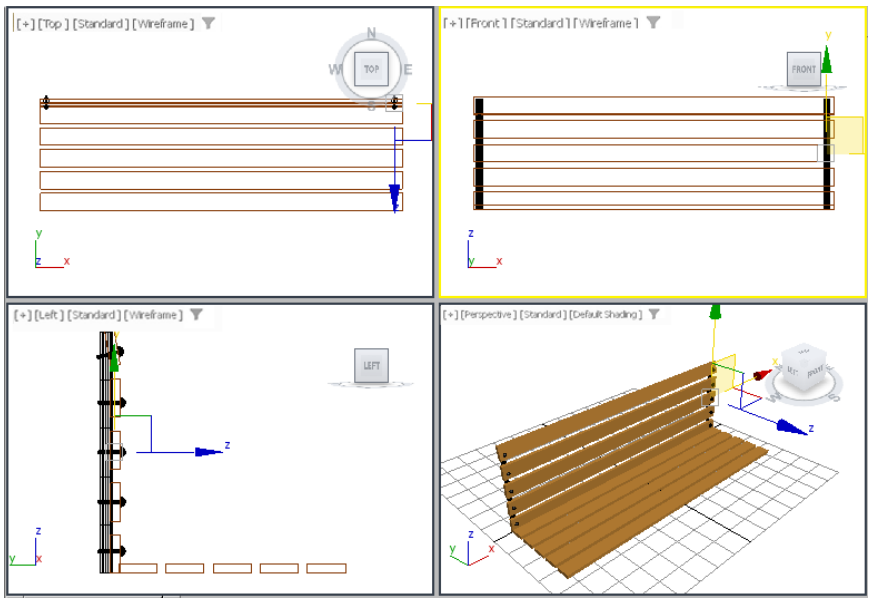

Figure 2-84 *The right side rivets group displayed in viewports*
2. In the **Clone Options** dialog box, make sure the **Copy** radio button is selected. In the **Name** text box, enter **right side rivets** to modify the name of the group and choose **OK**; *right side rivets* group is displayed, as shown in Figure 2-84.